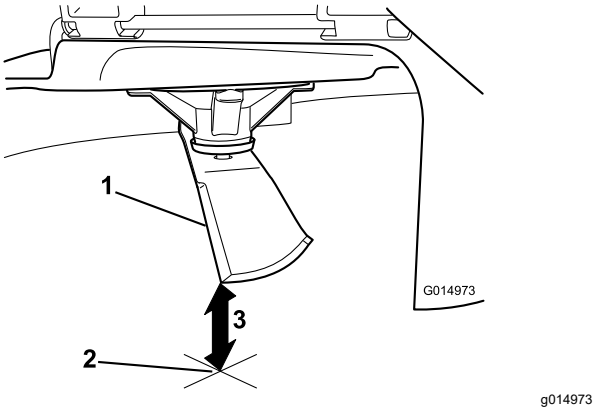

Figura 67
3. Meça da ponta da lâmina até à superfície plana (Figura 67).